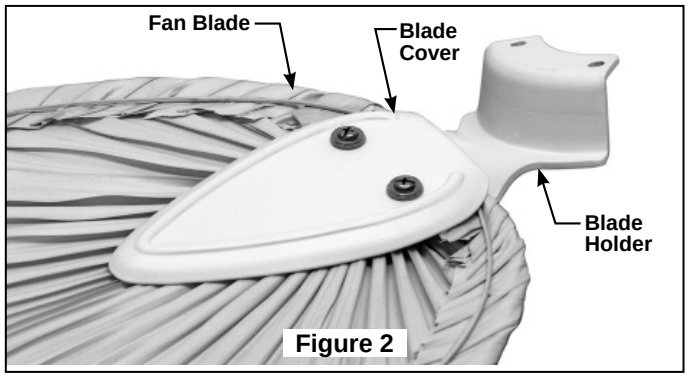

Figure 2
4. Tighten screws with a screwdriver provided, don't over-tighten. (Figure 2)